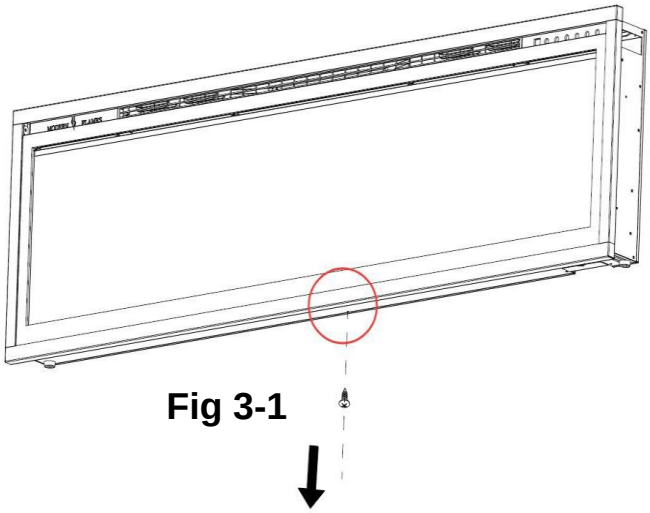

Fig 3-1
A. Retire el tornillo de plata en la parte inferior del aparato. **(Fig 3-1).** Reserve el tornillo.